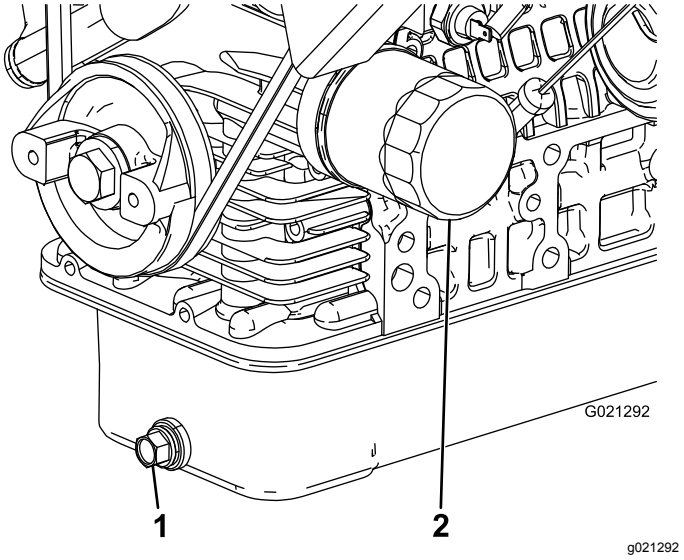

Rysunek 46
2. Odkręć korek spustowy i poczekaj, aż olej ścieknie do naczynia do spuszczania oleju (Rysunek 46).
4. Wyjmij filtr oleju (Rysunek 46).